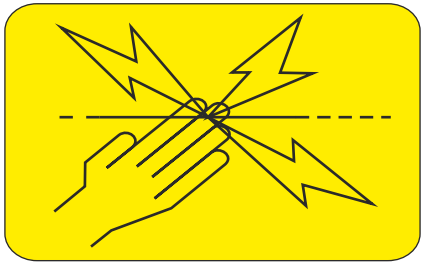

Rys. 6 Wzór tabliczki ostrzegawczej
-symbol wg Rysunku **Rys.6** lub